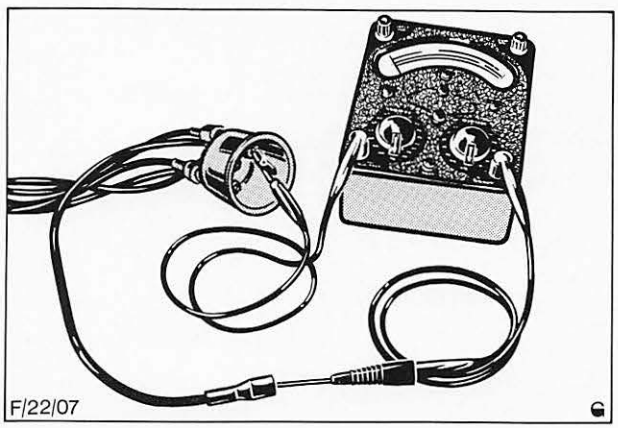

Abb. 55 Zündkabel auf Durchgang prüfen
5. Ohmmeter an Zündkabelstecker und entsprechenden Anschlußkontakt der Verteilerkappe anschließen und Widerstand messen, Abb. 55. Siehe „Technische Daten". Bei hohem Widerstand Kabelanschluß an Verteilerkappe zuerst reinigen und Widerstand nochmals prüfen, bevor das Kabel erneuert wird.